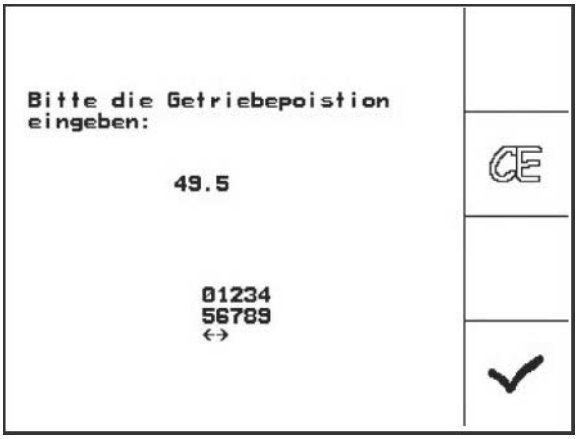

Fig. 83
4. 100 Einstellungen bestätigen und den Skalenwert, der vom Getriebehebel auf der Skala angezeigt wird, im sich öffnenden Menüfenster (Fig. 83) eintragen.